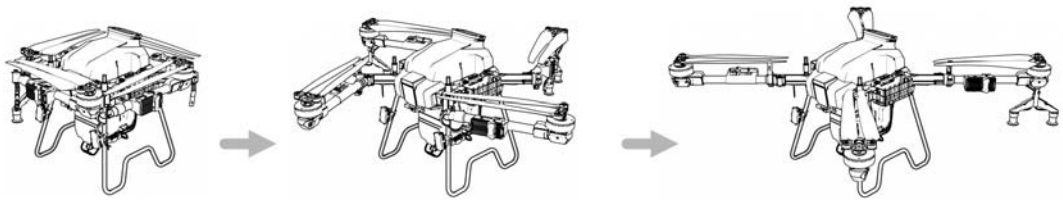

Figure 1-33 Arm Unfolding
Step3： Unfold the arms. See Figure 1-33；